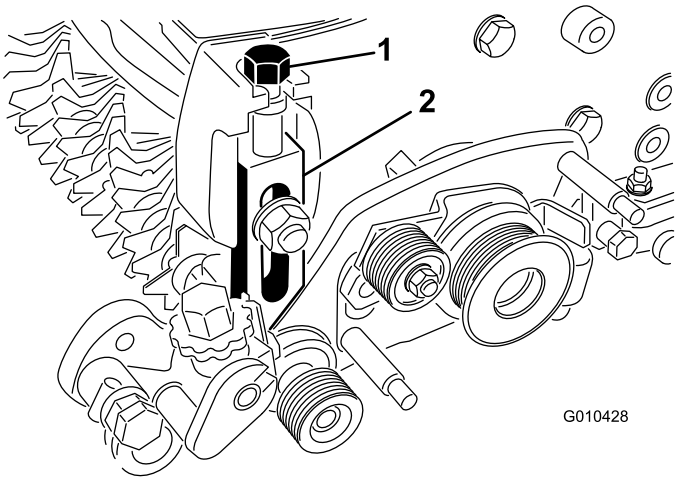

Figur 14
6. Skru klippehøjdejusterbolten ind øverst i venstre justerarm (Figur 14).
7. Monter venstre justerarm på klippeenhedens sideplade med den eksisterende bræddebolt, møtrik og spændeskive (Figur 14).
10. Skru klippehøjdejusterskruen ind i den øverste del af højre justerarm (Figur 14).
12. Monter højre justerarm på klippeenhedens sideplade med den eksisterende bræddebolt, møtrik og spændeskive (Figur 14).